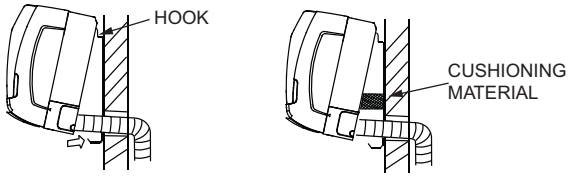

Fig. 6 —Piping Connection
1. For condensate and refrigerant piping, lift the unit from the bottom making sure the unit is still attached to the mounting plate at the top. See Fig. 6.
2. Introduce temporary cushioning material to maintain the space needed to connect the piping and to avoid damage to the unit and wall. See Fig. 6.